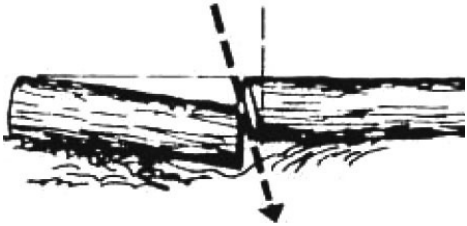

Рис. 12. Косой пропил
3. Если отпиленная часть бревна может осесть и прижать другую часть бревна, делается косой пропил (Рис. 12).